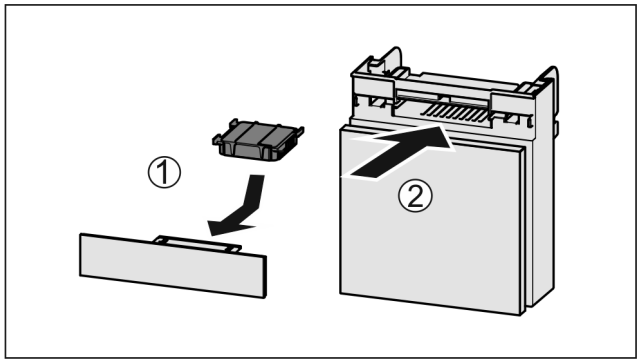

Fig. 146
▶ Introduceți *Fig. 146 (1)* filtrul de cărbune activ după cum se vede în figură.
▶ Împingeți *Fig. 146 (2)* compartimentul în interior.